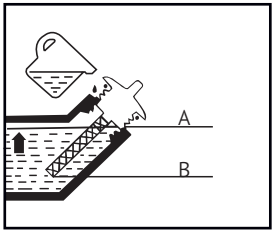

Рис. 7
- Проверить уровень по метке А на щупе (рис.7).